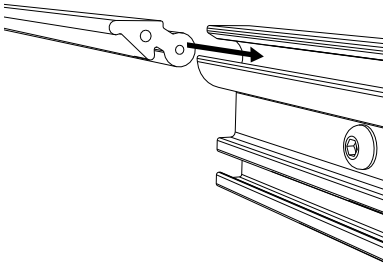

*Figura 51. Monte la moldura de goma*
8. Inserte y monte la moldura retén en el perfil del tope, véase Figura 51.